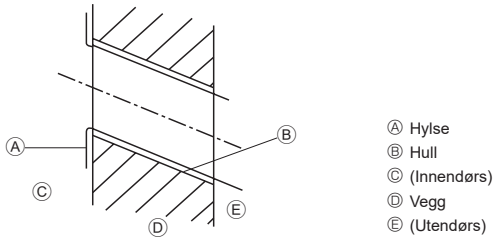

Fig. 3-3
3.2.2. Boring av rørhull (Fig. 3-3)